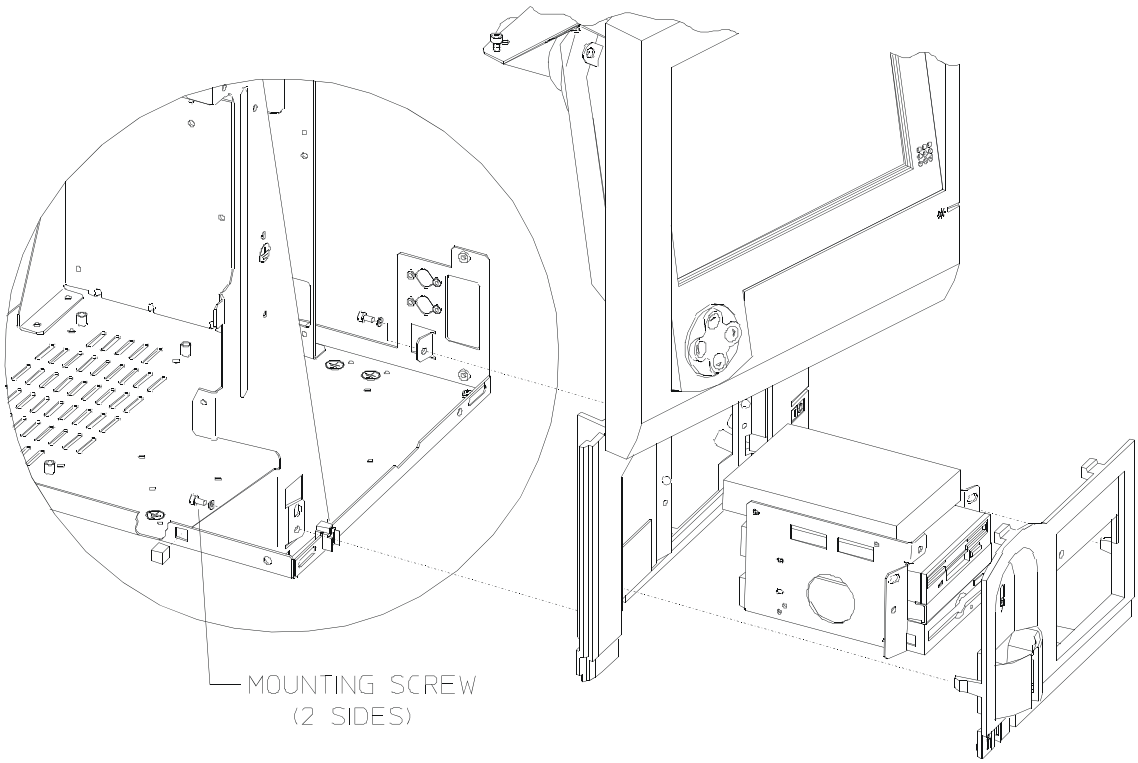

FIGURE 3-2. Operator Panel Bottom Mounting Screws
8) Remove the two screws located at the two bottom corners on the backside of the operator panel assembly (Figure 3-2). These two screws secure the bottom of the operator panel to the instrument chassis.